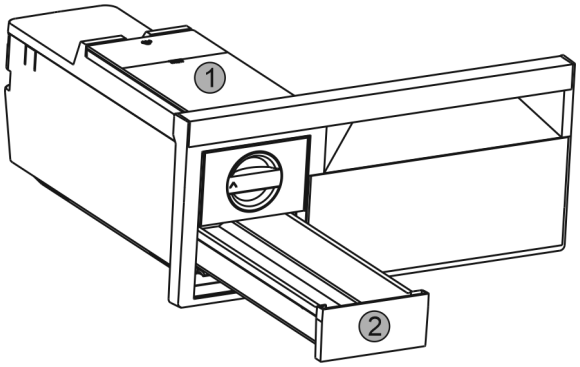

Fig. 49
▶ Извлечь бак для воды *Fig. 49 (1)* и выдвижной ящик для производства кубиков льда *Fig. 49 (2)*.